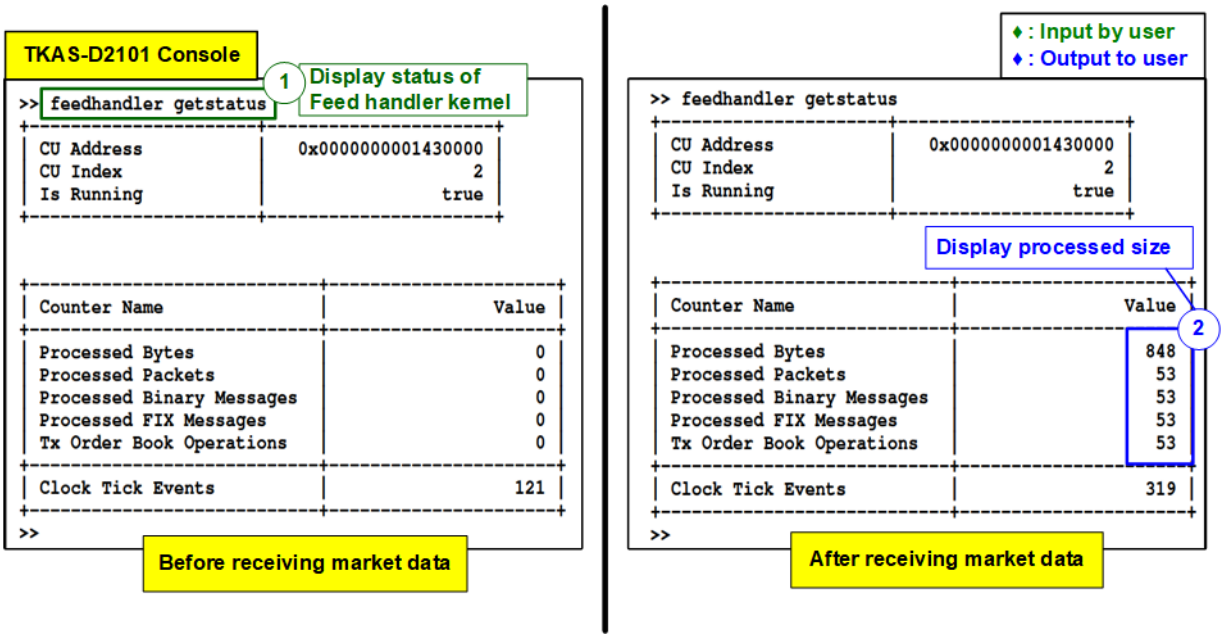

Figure 4-7 Feed handler kernel status
2) The console displays the processed data count in several units such as bytes, packets, and messages. As shown in Figure 4-7, the left window shows the processed data count is equal to zero before starting transmitting sample market data. After finishing transmitting market data, the processed data count is not equal to zero.